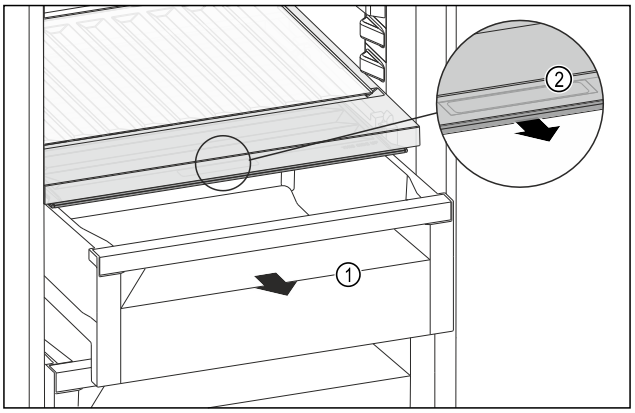

*Fig. 123*
- ▶ Pull out the drawer *Fig. 123 (1)*.
- ▶ Grasp the recessed grip *Fig. 123 (2)* on the compartment lid and pull the compartment lid forwards at the same time.